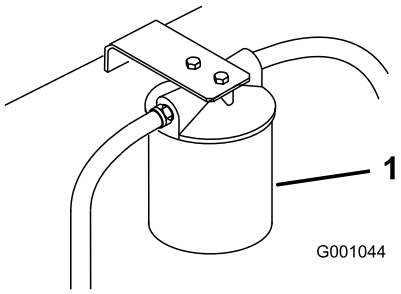

Figuur 79
3. Plaats een opvangbak onder het filter. Verwijder het oude filter en veeg de pakking van het filtertussenstuk schoon (Figuur 79).